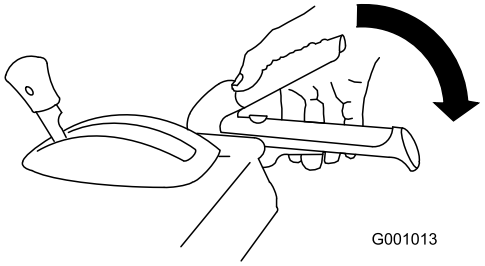

Figur 36
1. For å aktivere spiralblads-/viftehjulsdrivverket, klem den høyre spiralblad-/viftehjulfunksjonsspaken til håndtaket (Figur 36).